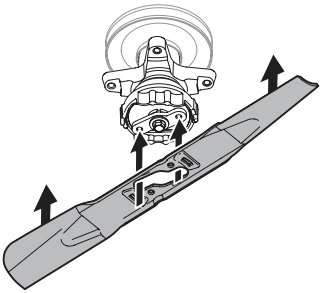

Fig. 52
3. Placez la lame sous la fusée et alignez l'ouverture au centre de la lame dans le support de retenue (Fig. 52).